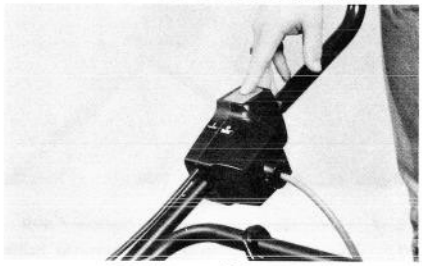

Figure 10
3. Press motor safety switch button into the ON POSITION ◧ . ⊛ The knife begins to rotate as soon as the motor starts (Fig. 10).